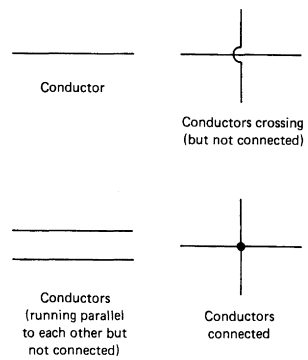

FIGURE 1-1A
1. The connecting wires you will use in this activity are paths for the movement of electrons. These connecting wires may be connected to each other at almost any angle or may cross each other without being connected. The graphic symbols representing these connecting wires, called *conductors*, are illustrated in Fig. 1-1A.